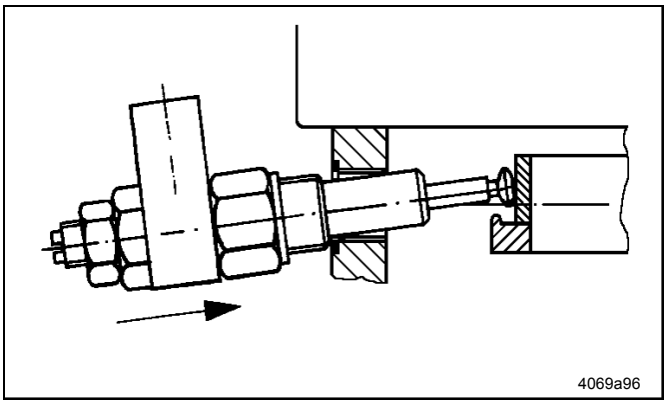

рис. 7 Ввод насосного элемента
- При вводе насосный элемент должен быть направлен вверх (рис. 7) для того, чтобы не выпал поршень подачи; так как он не закреплен в цилиндре насоса.
- Как во время монтажа (рис. 7), так и во время демонтажа насосный элемент должен быть направлен вверх. За счет этого можно произвести вывод поршня подачи из канавки эксцентрикового кольца. Вывести насосный элемент вместе с поршнем подачи из корпуса.